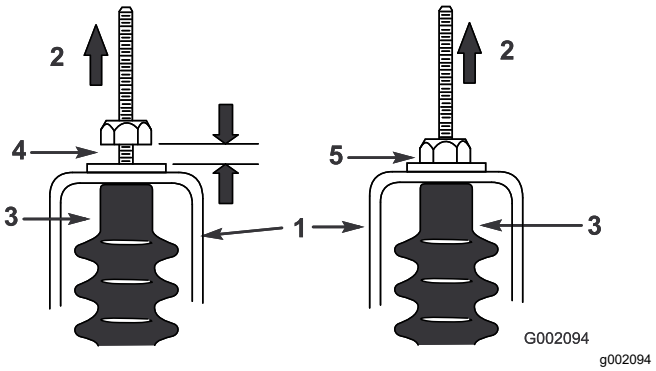

Figur 53
5. Trekk opp hver girkabel for å sikre at det er et mellomrom på 0,76–1,52 mm mellom mutteren/skiven og den nøytrale braketten (Figur 53).